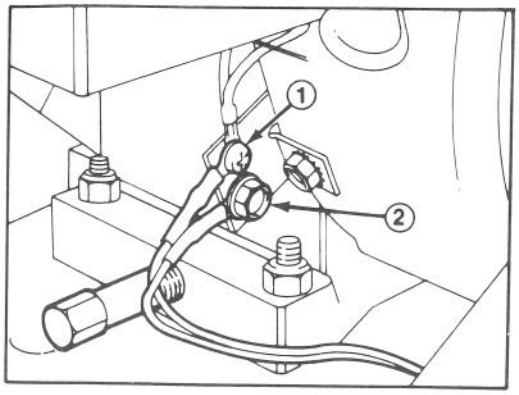

Abbildung 8
1. Kreuzschlitzschraube und Kabel vom Motoranschlußblech entfernen, das Kabel mit dem kleineren Loch anschließen und wieder an das Anschlußblech montieren (Abb. 8).
2. Bundschraube durch großes Loch einsetzen, und im unteren Loch im Anschlußblech montieren (Abb. 8).